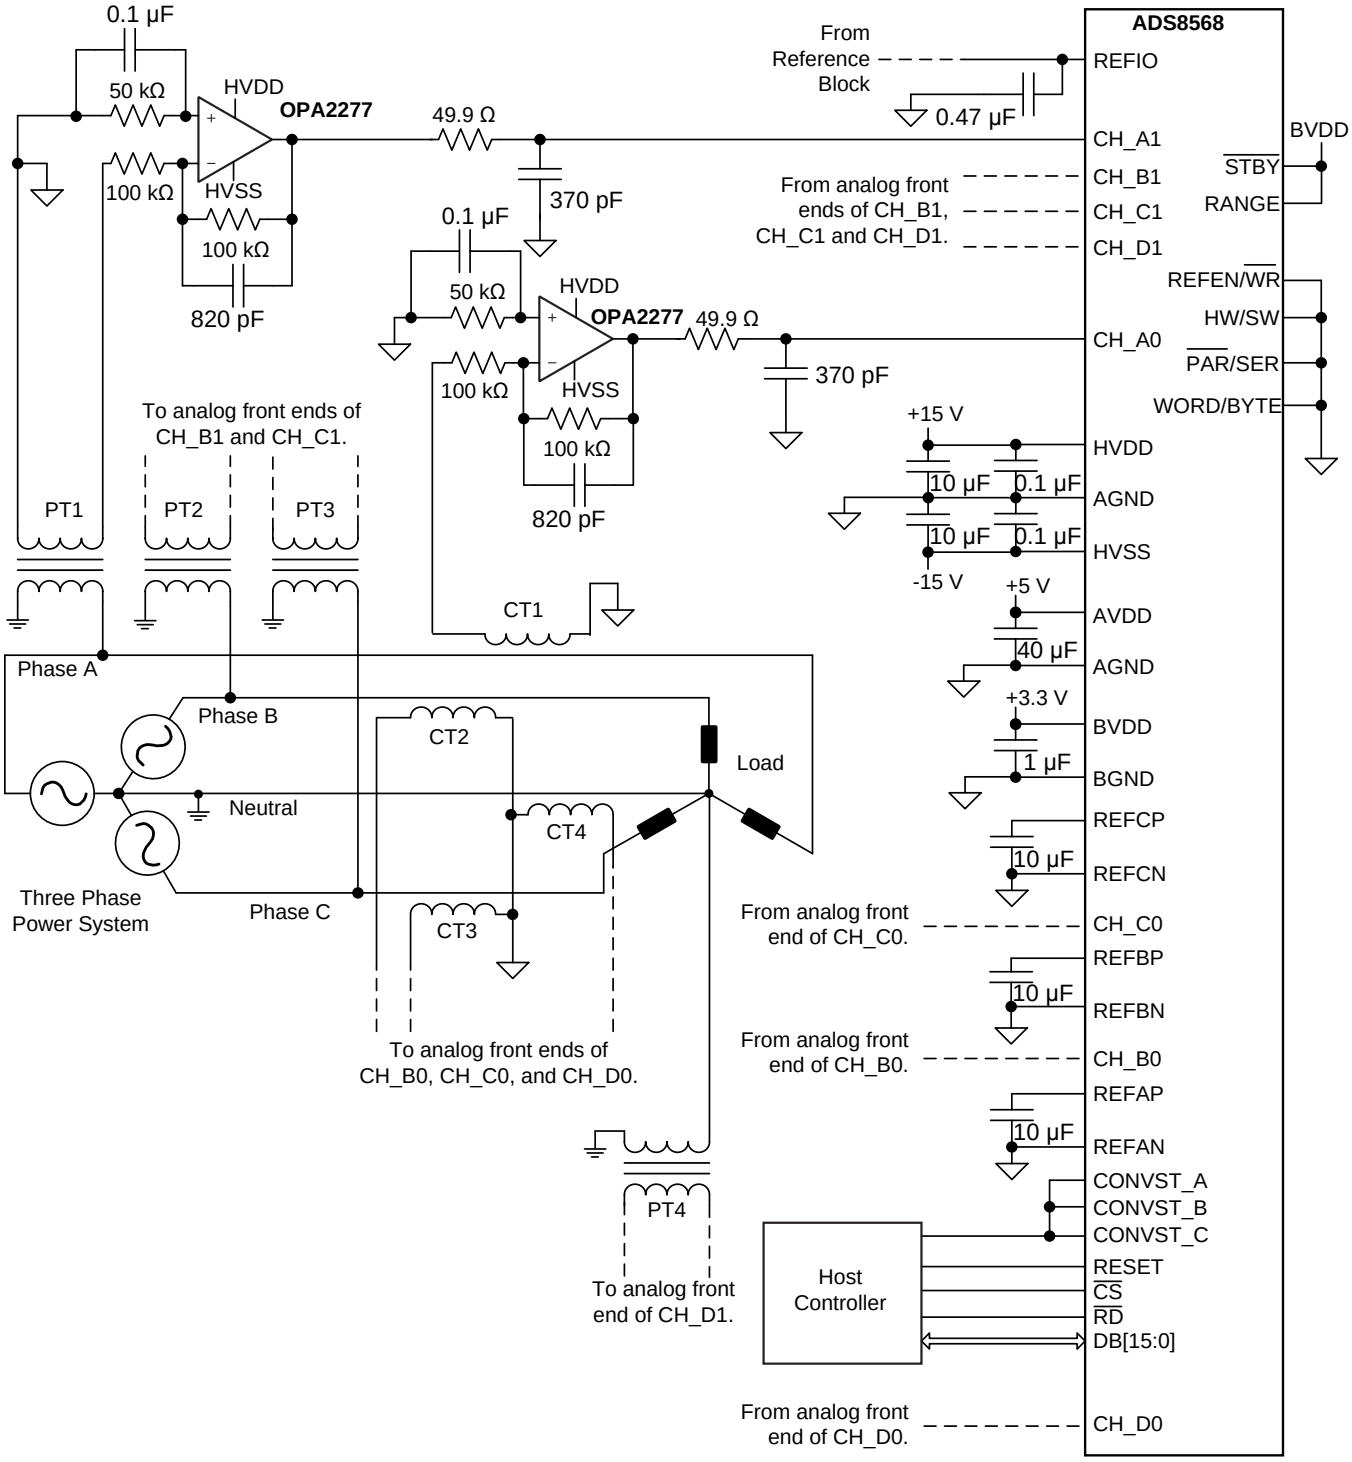

Figure 45. Simultaneous Acquisition of Voltage and Current in a 3-Phase Power System
The accurate measurement of electrical variables in a power grid is extremely critical because this measurement helps determine the operating status and running quality of the grid. Such accurate measurements also help diagnose problems with the power network, thereby enabling prompt solutions and minimizing down time. The key electrical variables measured in 3-phase power systems are the three line voltages, the neutral voltage at the load, the three line currents, and the neutral return current; see Figure 45. These variables enable metrology and power automation systems to determine the amplitude, frequency, and phase information in order to perform harmonic analysis, power factor calculations, and power quality assessment, among others.
- Output range of the potential transformers (elements labeled PT1, PT2, and PT3 in Figure 45)
- Output range of the current transformers (elements labeled CT1, CT2, and CT3 in Figure 45)
The potential transformers and current transformers used in the system depicted in Figure 45 provide the eight inputs required. These transformers have a ±10-V output range. Although the PT and CT elements provide isolation from the power system, the value of R_{IN} is selected as 100 kΩ in order to provide an additional, high-impedance safety element in the current path leading up to the input of the ADC. Moreover, selecting a low-frequency gain of –1 V/V (as shown in Equation 5) provides a ±10-V output that can be fed into the ADS8568; therefore, the value of R_F is selected as 100 kΩ too.
The primary goal of the acquisition system depicted in Figure 45 is to measure up to 20 harmonics in a 60-Hz power network. With this goal in mind, the analog front-end must have sufficient bandwidth to measure signals up to 1260 Hz as shown in Equation 6.